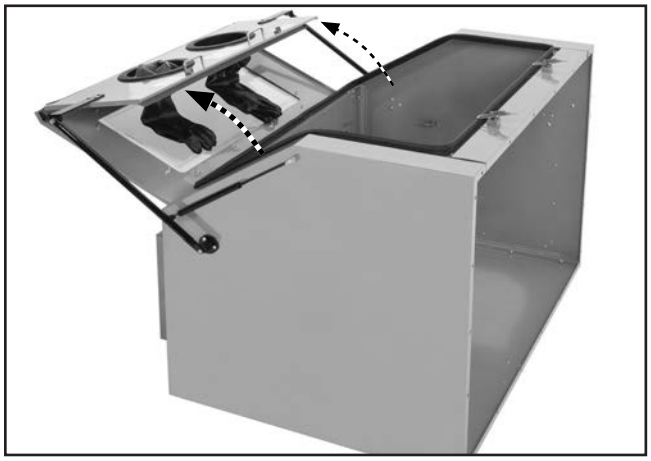

Figure 9. Opening cabinet door.
5. With one hand, grasp cabinet door handle. With other hand, unlatch door and let it open slowly, as shown in **Figure 9**.